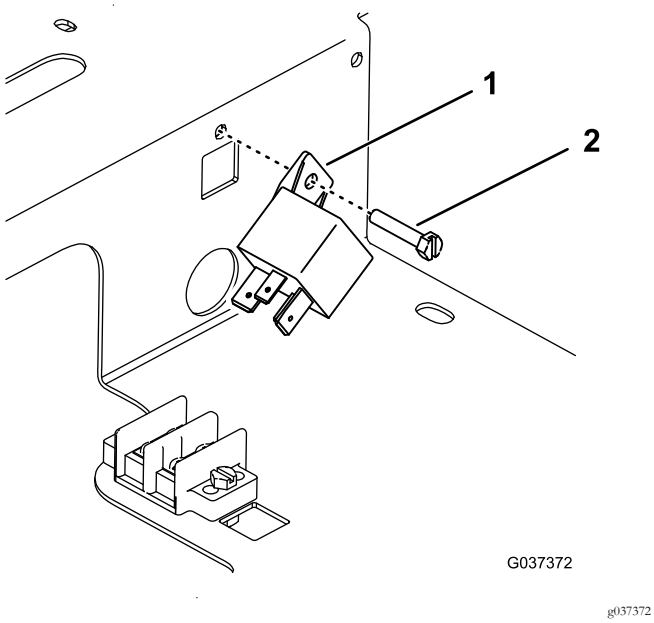

Figure 5
5. Fixez le relais d'alimentation sur l'écrou plat sur le côté du logement avec une vis (Figure 5).